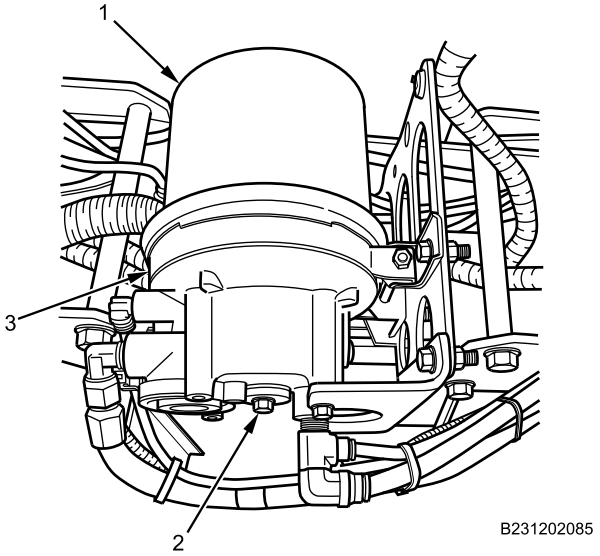

Figure 4. Air Dryer Desiccant Cartridge.
2. Install new air dryer desiccant cartridge (Figure 4, Item 1) on air dryer base (Figure 4, Item 3).
3. Install air dryer cartridge bolt (Figure 4, Item 2) on air dryer base (Figure 4, Item 3) and torque bolt to 65-75 lb-ft (88-102 N•m).